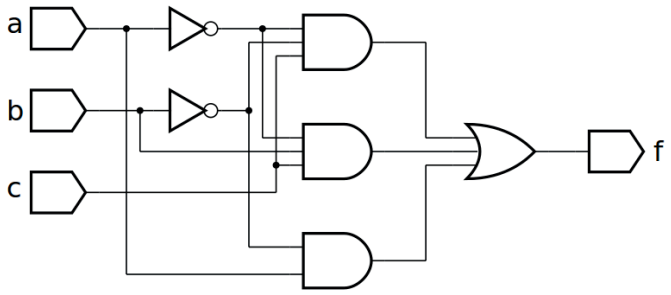
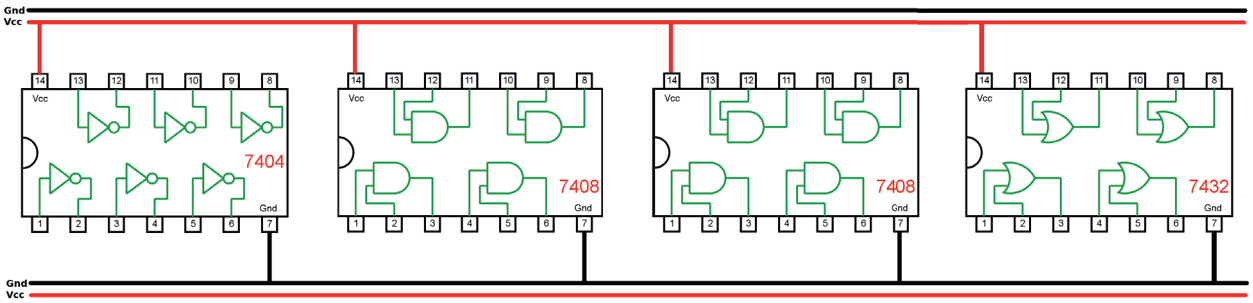

Figura 5.24 – Diagrama esquemático.
Figura 5.25 – Disposição dos componentes (TTL) para a placa de montagem.
1. Complete as ligações na figura 5.25 ou 5.26 de acordo com a figura 5.24.
5. Utilize um programa de simulação em computador (SmartSim, Atanua, Qucs) faça a simulação do circuito da figura 5.24. Compare os resultados com a Tabela 5.12.
6. Escreva a equação booleana do circuito da figura 5.24 e simule no programa para o Arduíno.